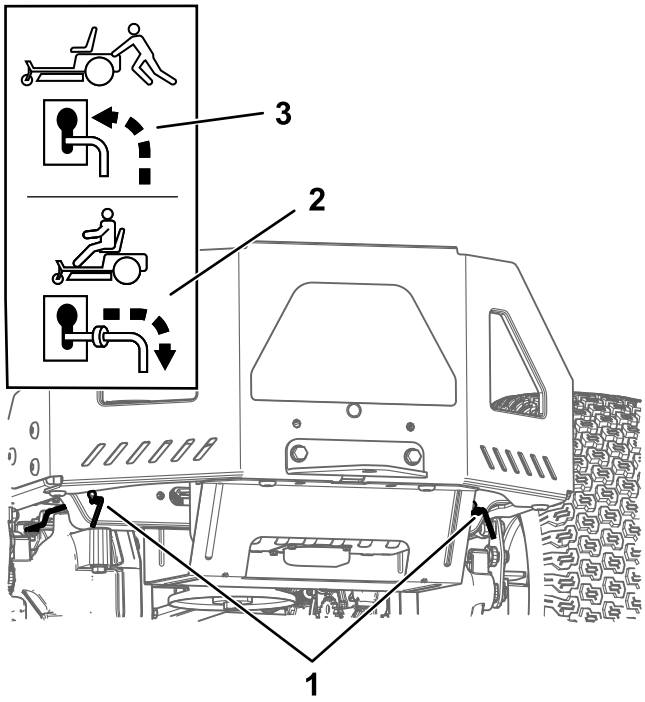

Figur 31
4. Flyt begge omløbshåndtag fremad gennem det rillede hul og nedad for at låse dem på plads (Figur 31).